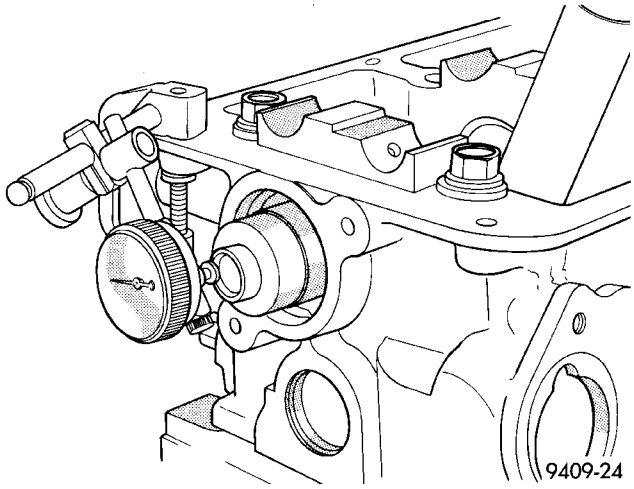

Fig. 23 Juego longitudinal del árbol de levas
(1) Lubrique los gorrones del árbol de levas e instale éste último sin los conjuntos de balancín. Instale el sensor de levas y ajuste los tornillos con la torsión indicada en las especificaciones.
(2) Con una herramienta adecuada, desplace el árbol de levas lo más atrás posible.
(3) Coloque el indicador de cuadrante en cero (Fig. 23).
(4) Desplace el árbol de levas lo más adelante posible.
(5) Recorrido del juego longitudinal: 0,13 - 0,33 mm (0,005 - 0,013 pulgadas).